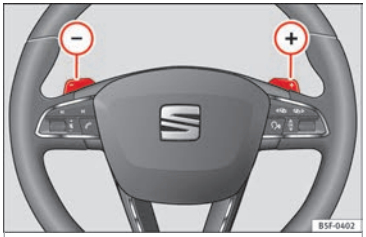

Fig. 203 Steering wheel with two paddle shifts for Tiptronic
- In **D** or **S**, move the steering wheel paddle shifts ››› **Fig. 203**.
- Pull the right-hand side paddle (+) ››› **Fig. 203** towards the steering wheel to step up a gear.
- Pull the left-hand side paddle (−) ››› **Fig. 203** towards the steering wheel step down a gear.
- **OR:** reduce using the steering wheel paddles ››› **Fig. 203** ››› **page 196**.